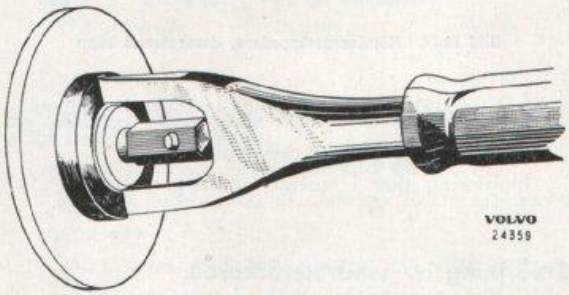

Bild 10-72. Strömställaren lossas
3. Strömställaren lossas genom att muttern lossas med lämpligt verktyg enl. bild 10-72.